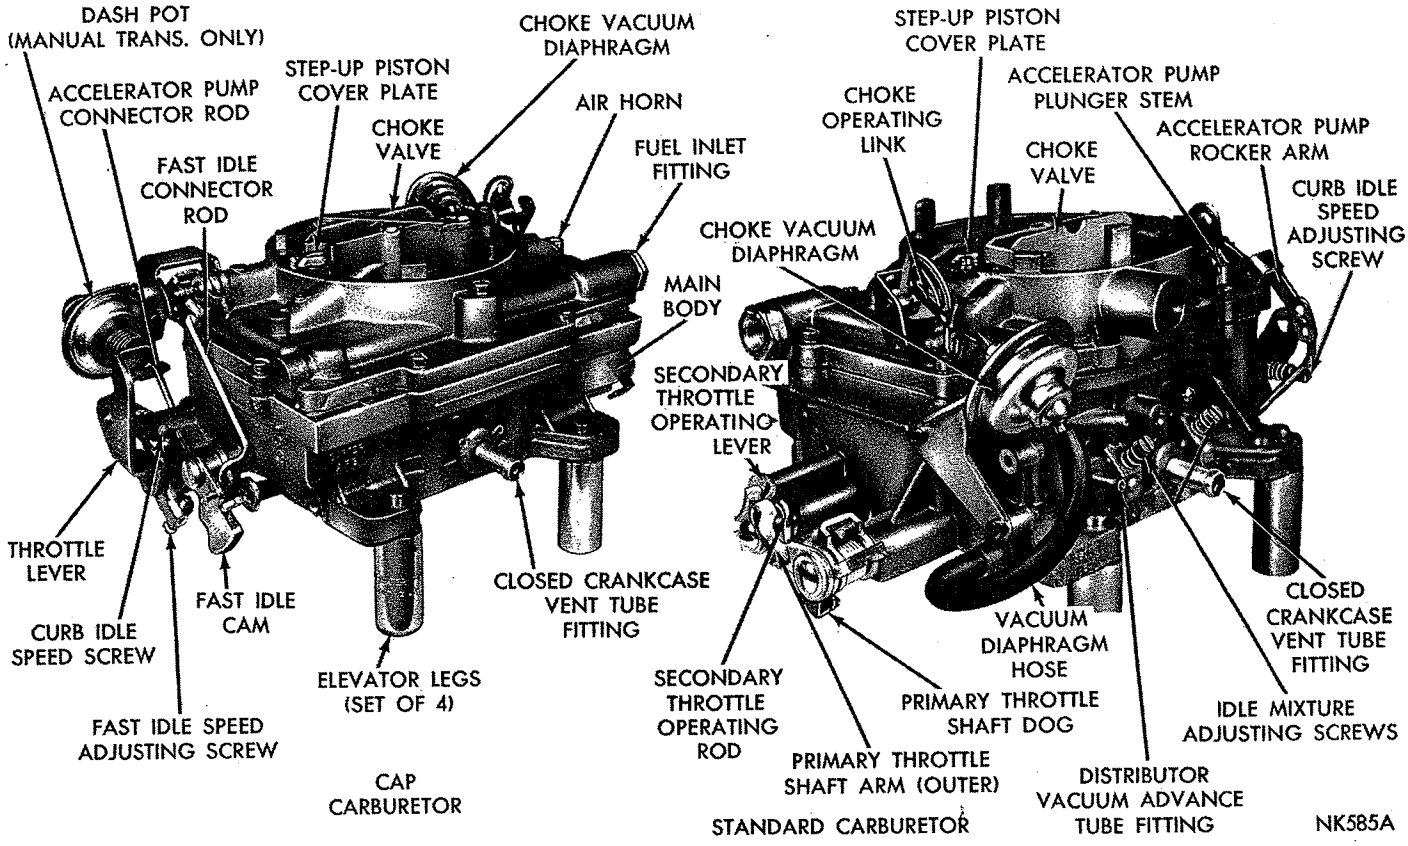
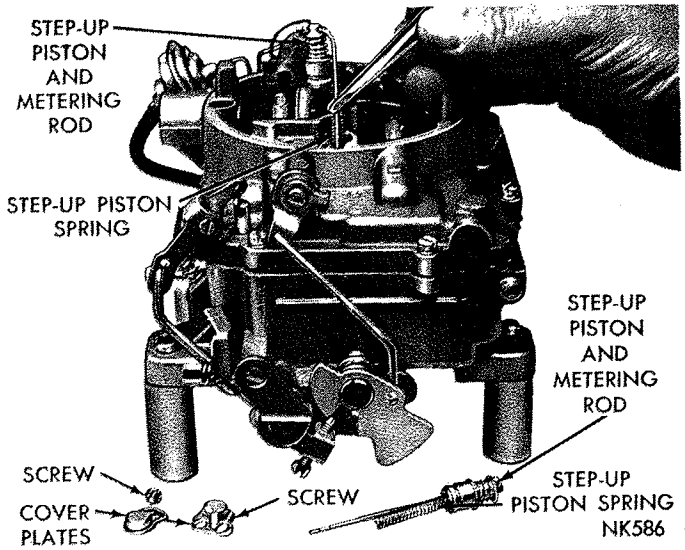

***Fig. 1—Carburetor Assembly (Carter AFB)***
***Fig. 2—Removing or Installing Step-Up Pistons and Rods***
To disassemble the carburetor for cleaning or overhaul, refer to (Fig. 1), then proceed as follows:
(2) Remove hairpin clip that attaches fast idle connector rod to choke lever. Disengage rod from lever, then swing rod at an arc until it can be disengaged from fast idle cam.
(3) Remove celvis pin that holds throttle connector rod in center hole of accelerator pump arm. Remove hairpin clip that attaches lower end of rod in primary throttle shaft lever. Disengage rod from arm and lever, then remove from carburetor.
(4) Remove screws attaching step-up piston and rod cover plates. **Hold cover down with a finger to prevent piston and rods from flying out.** Lift off plates and slide step-up pistons and rods out of air horn, as shown in (Fig. 2). Remove step-up piston springs.
(5) Remove vacuum hose between carburetor throttle body and vacuum diaphragm.
(6) Remove clip from choke operating link and disengage link from diaphragm plunger (stem) and choke lever. Refer to (Fig. 1).
(7) Remove vacuum diaphragm and bracket assembly and place to one side to be cleaned as a special item. **A liquid cleaner may damage diaphragm material.**
(8) Remove ten screws that attach air horn to main body. (1 screw in hole in air horn.) Lift air horn straight up and away from main body. **When removing air horn, use care so as not to bend or damage floats.** Remove accelerator pump, plunger lower spring from pump cylinder. Remove dash pot (if so equipped).